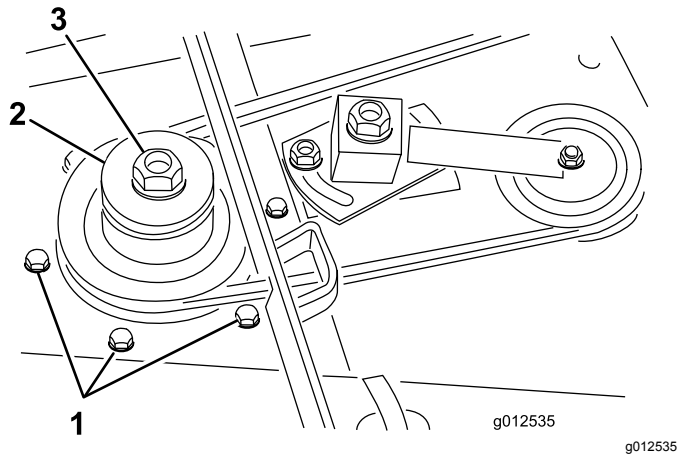

Figure 5
4. Retirez les 6 boulons de carrosserie et écrous à embase qui fixent le logement d'axe à l'unité de coupe (Figure 5). Déposez le logement d'axe par le bas de l'unité de coupe.